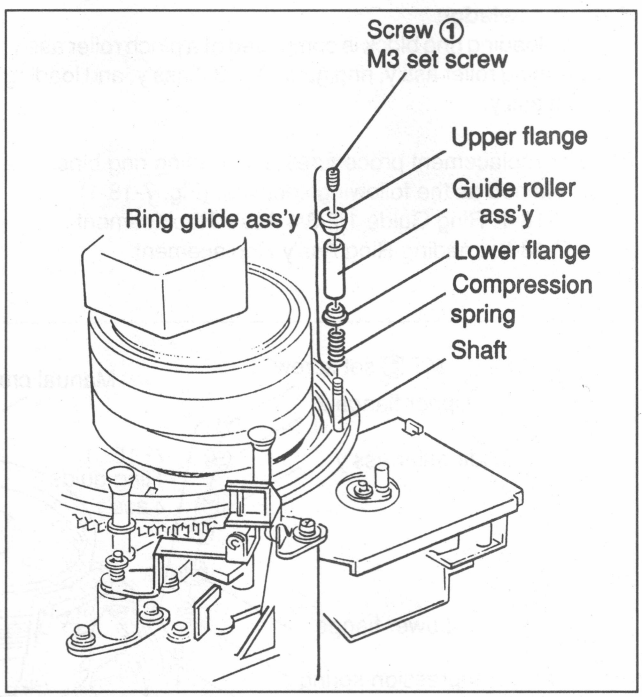

Fig.7-18-3 Ring Guide 3 Ass'y
C. Fig. 7-18-3 shows the ring guide 3 ass'y replacement. For the ring guide 1/2/4 ass'y replacement, referring to this section.
1. Ring Guide Ass'y Removal (Fig. 7-18-3)